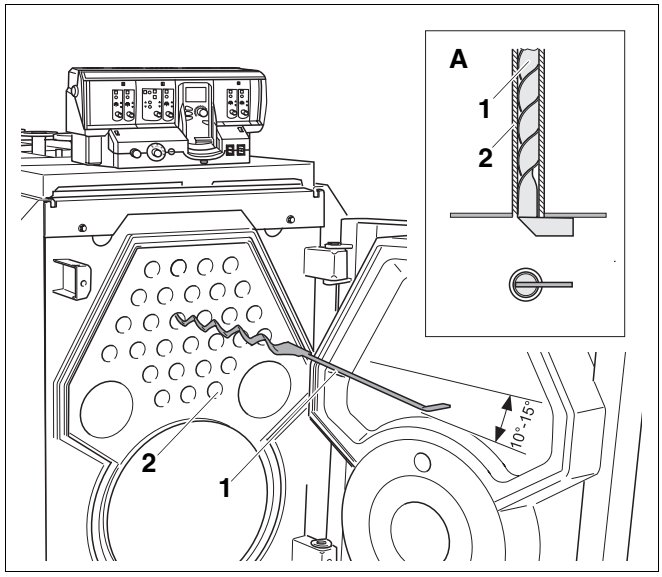

Рис. 50 Корректировка предварительного напряжения турбуляторов
- Проверьте, чтобы стопоры турбуляторов прилегали на фронтальной стенке горизонтально к трубам дополнительных поверхностей нагрева (рис. 50, стр. 55, **вид А**).
- Задвинуть турбуляторы (рис. 50, **поз. 1**) в трубы дополнительных поверхностей нагрева (рис. 50, **поз. 2**).
Если предварительное напряжение турбуляторов (рис. 50, **поз. 1**) недостаточно, то необходимо его скорректировать.
- Вынуть турбулятор (рис. 50, **поз. 1**) на ¾ его длины из трубы (рис. 50, **поз. 2**).
- Согнуть турбулятор (рис. 50, **поз. 1**) как показано на рис. 50 на 10° – 15°.
- Вновь задвинуть турбулятор (рис. 50, **поз. 1**) в трубу (рис. 50, **поз. 2**).
- Еще раз проверить предварительное напряжение турбулятора (рис. 50, **поз. 1**).